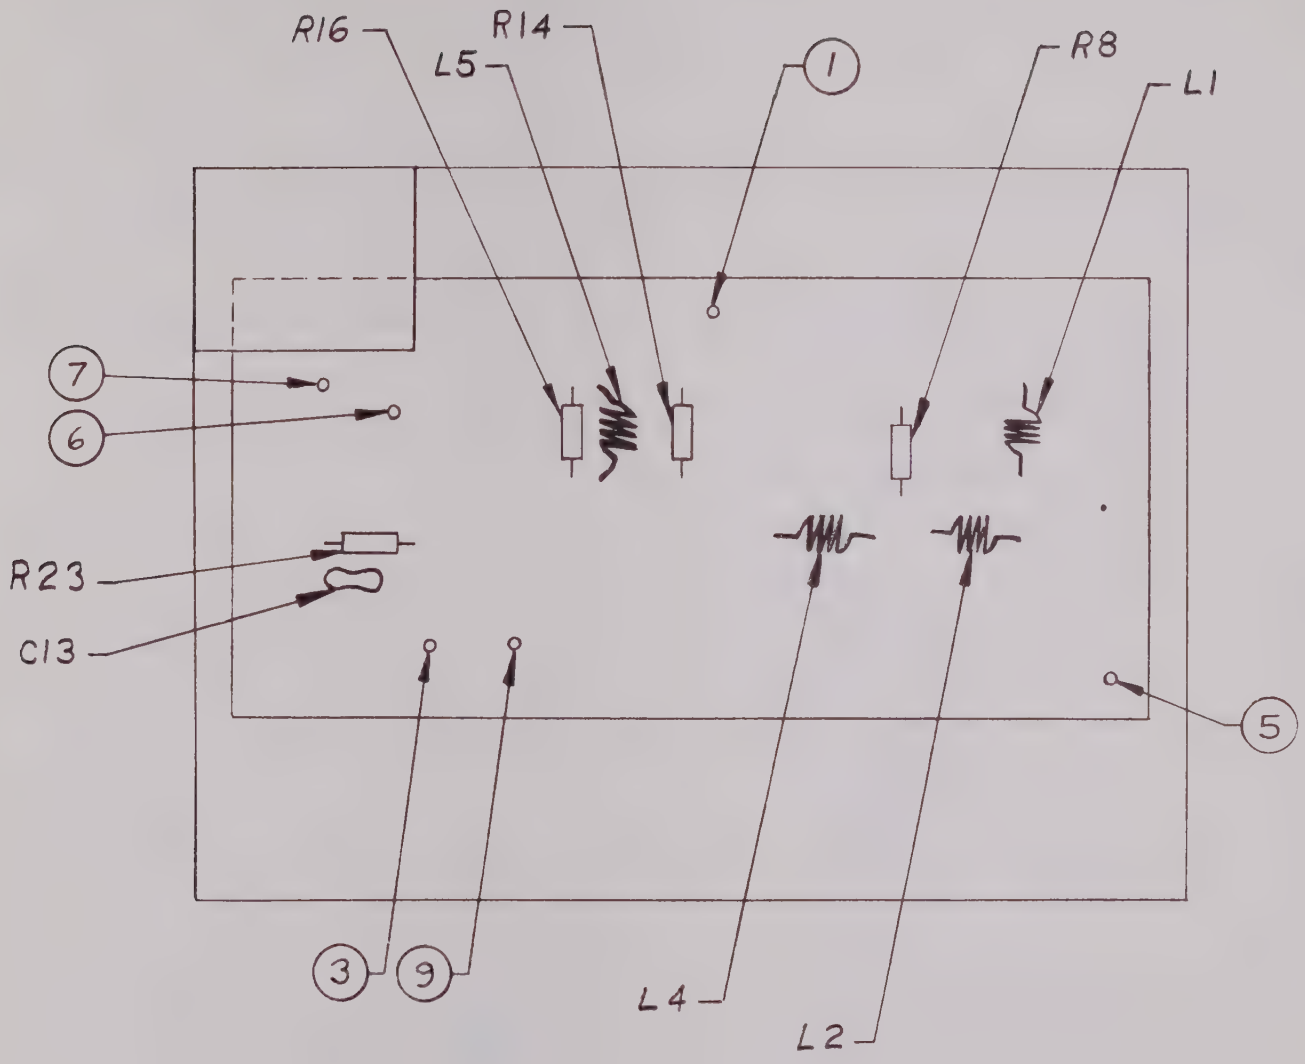

Figure 4-4. A1A4 Assembly, Location Diagram
4.5.3 BOARD A1A4 CHECKOUT (FIGURE 4-4).